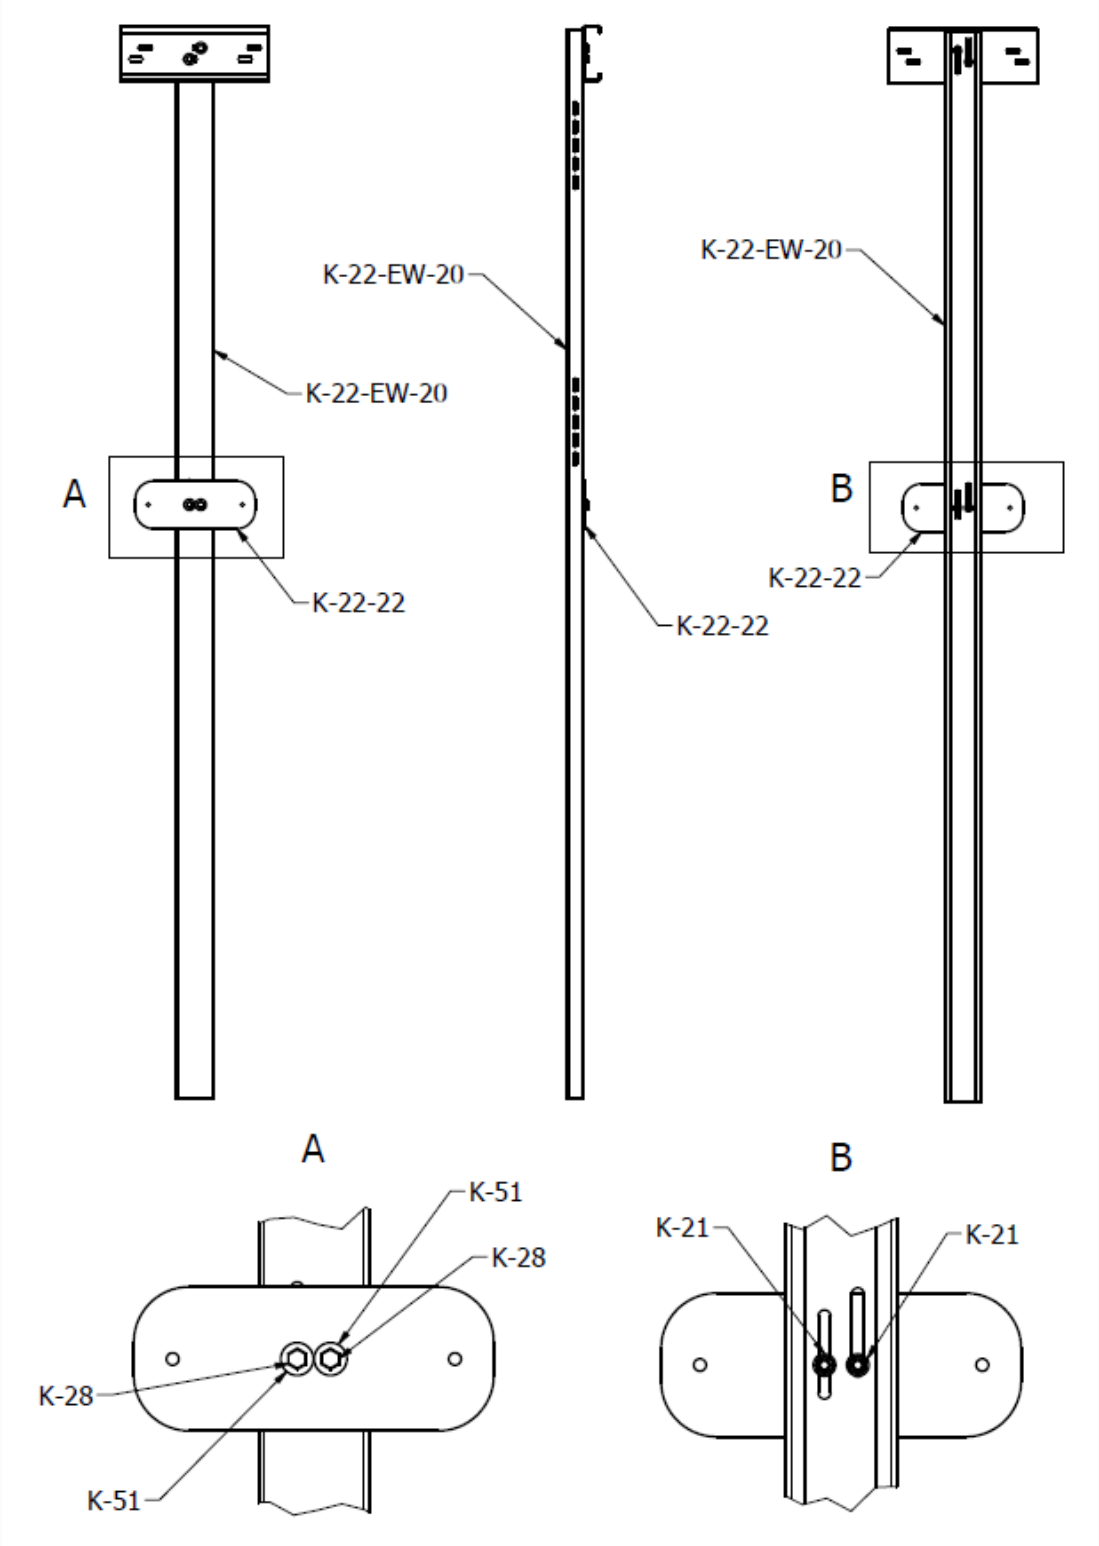

RYS.6 Montaż łącznika ramion
7. W następnym kroku należy zamontować łącznik ramion K-22-22, do poprawnego montażu należy użyć dwóch dolnych otworów w podporze, Do poprawnego montażu należy użyć dwóch śrub z łbem sześciokątnym K-28, dwóch podkładek K-51 oraz dwóch nakrętek K-21. Należy przełożyć śruby z łbem sześciokątnym wraz z podkładkami od strony łącznika ramion, a następnie skręcić wstępnie za pomocą nakrętek od strony podpory (rys.6).